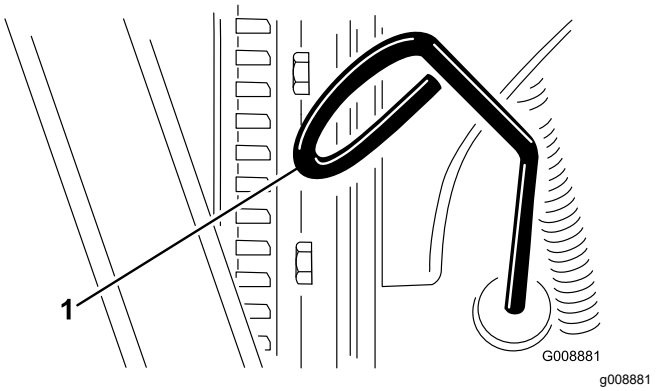

Figur 52
2. Ta ut peilestaven (Figur 52) og tørk den med en ren fille.